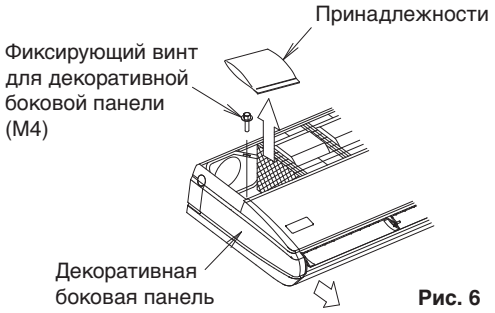

Рис. 6
- Чтобы снять декоративные панели, выверните фиксирующие винты (по одному на каждой) и потяните на себя. **(См. рис. 6)**
- Извлеките дополнительные принадлежности. **(См. рис. 6)**